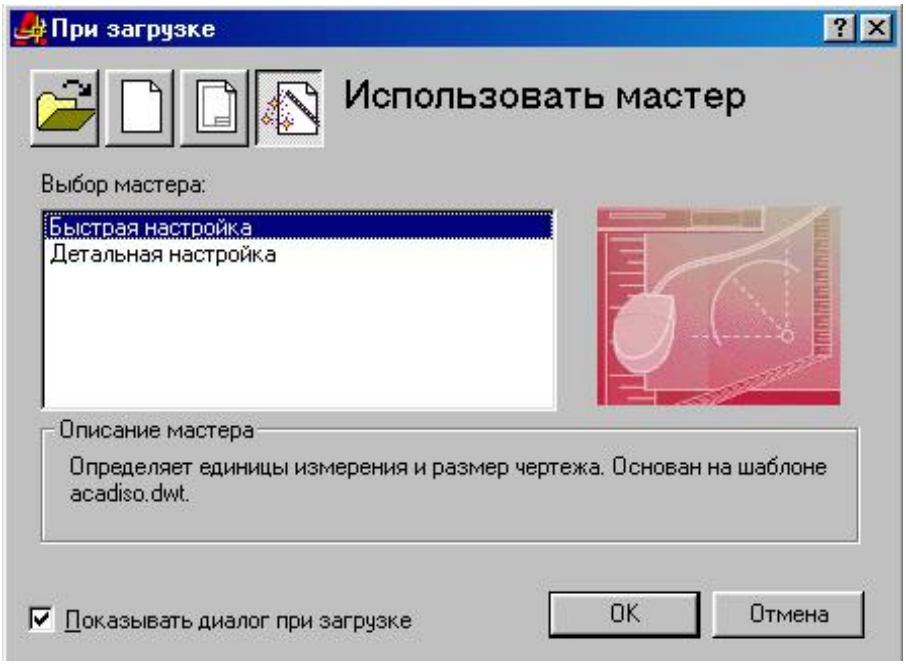

Рис. 1
2. Выберите пункт **Использовать мастер** (**Use Wizard**)/**Быстрая настройка** (**Quick Setup**) и нажмите кнопку **OK** (рис. 1).